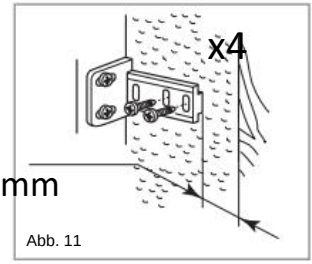

Abb. 11
- Den Schieberegler in die Halterung einschieben und den Schieberegler 20 bis 22 mm vom Rand des Gehäuses entfernt an der Klappe befestigen, wie in Abb. 11 dargestellt, wobei sicherzustellen ist, dass sich der Schieberegler in der Mitte und waagerecht in der Halterung befindet. Fest von Hand anziehen.